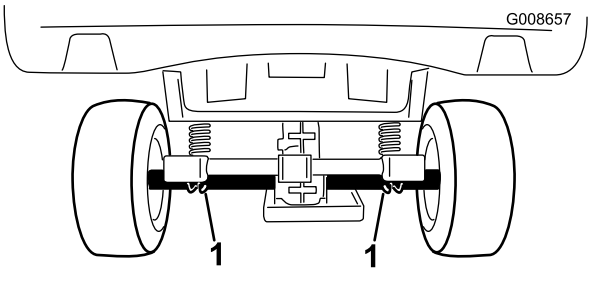

Figur 22
- Lyftpunkten baktill på maskinen sitter under axelrören (Figur 22).